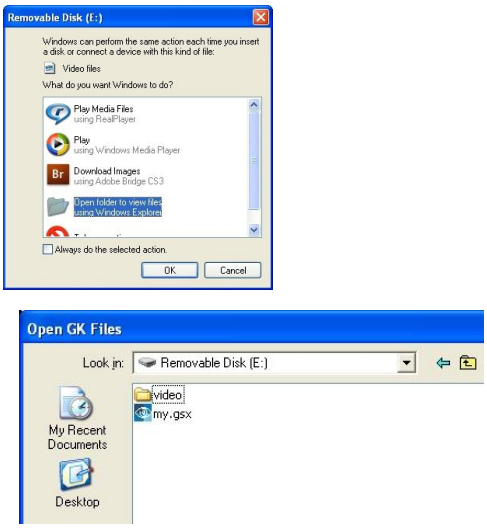
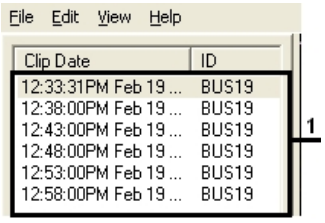

Figure 23 : Open File.
Figure 35 : Clips Definition.
To view captured and saved video files within MaxVIEW™ 400 open all of the files on the SD Card double-click on my.gsx, Figure 23. This will produce a list of available files which can be viewed either by Calendar View Figure 33, or by Video Clips Figure 35.
To navigate the list of available clips in Video Clips view use the Next (5) Button or the Previous (3) Button, Figure 35. Accessing clips using either of these buttons the main Playback Window and the Thumbnails will change reflecting the changing video being accessed.